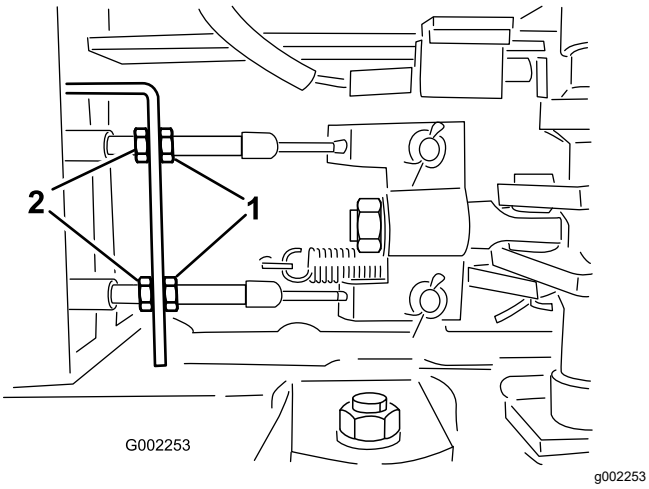

**Figur 105**
5. Lossa de främre kontramuttrarna på bromskablarna under grässpridarens framdel (Figur 105).
6. Dra åt de bakre kontramuttrarna lika mycket tills bromspedalen rör sig 1–2 cm innan du känner något motstånd (Figur 105).